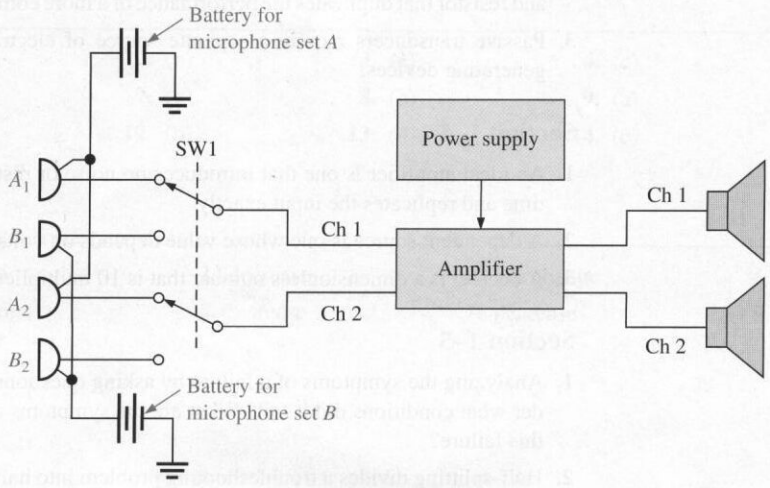

FIGURE 1–27
26. Figure 1–27 shows a small system consisting of four microphones connected to a two-channel amplifier through a selector switch (SW1). Either the *A* set or the *B* set of microphones is selected and amplified. The output of the amplifier is connected to two speakers. Power to the amplifier is supplied by a single power supply that furnishes dc voltages to the amplifier and two batteries that provide power to two each of the microphones as shown.